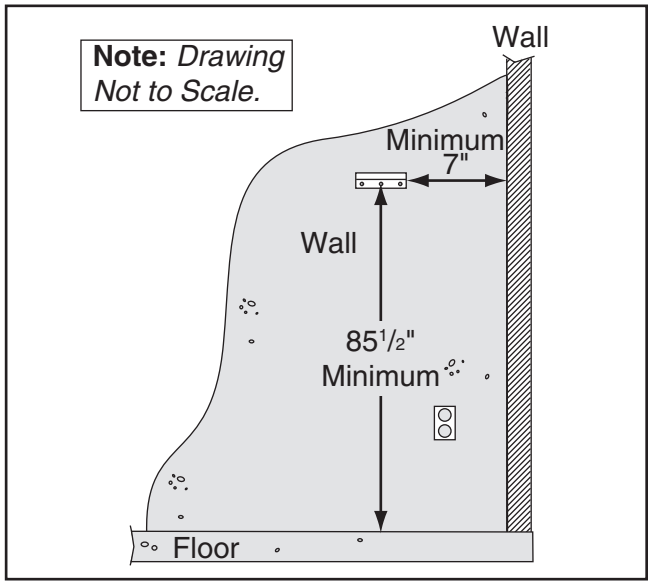

Figure 7. Wall bracket position.
1. Using wall bracket as template, mark mounting hole locations a minimum of 85½" from floor and at least 7" away from adjacent wall (see **Figure 7**).